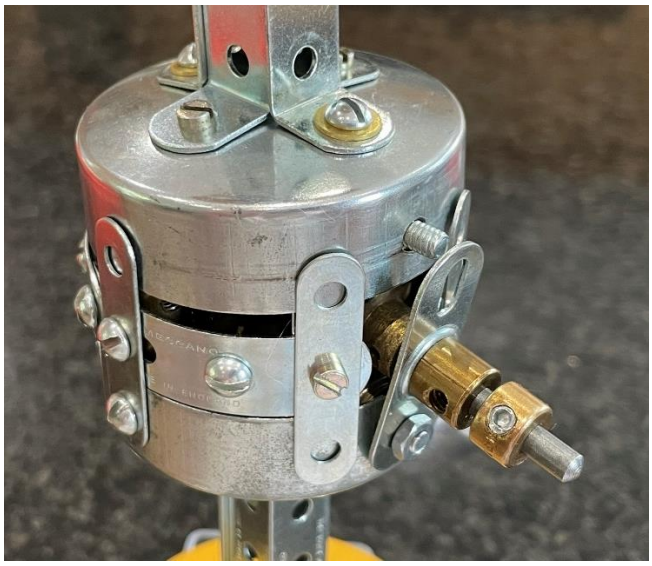

Abb. 5.6 Zusammenbau, 6. Schritt
- Abbildung 5.6: Ohne den Eingriff aus Schritt 5.5 zu stören, fügen Sie das verbleibende Achsgehäuse hinzu und drücken es vorsichtig in seine Position.